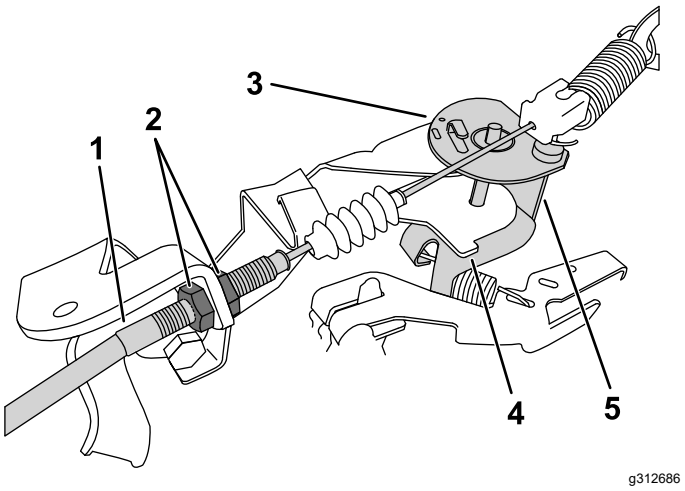

Figuur 36
3. Draai aan de gaskabel de voorste contramoer losser en de achterste contramoer vaster om het toerental in laag stationair te verhogen (Figuur 36).